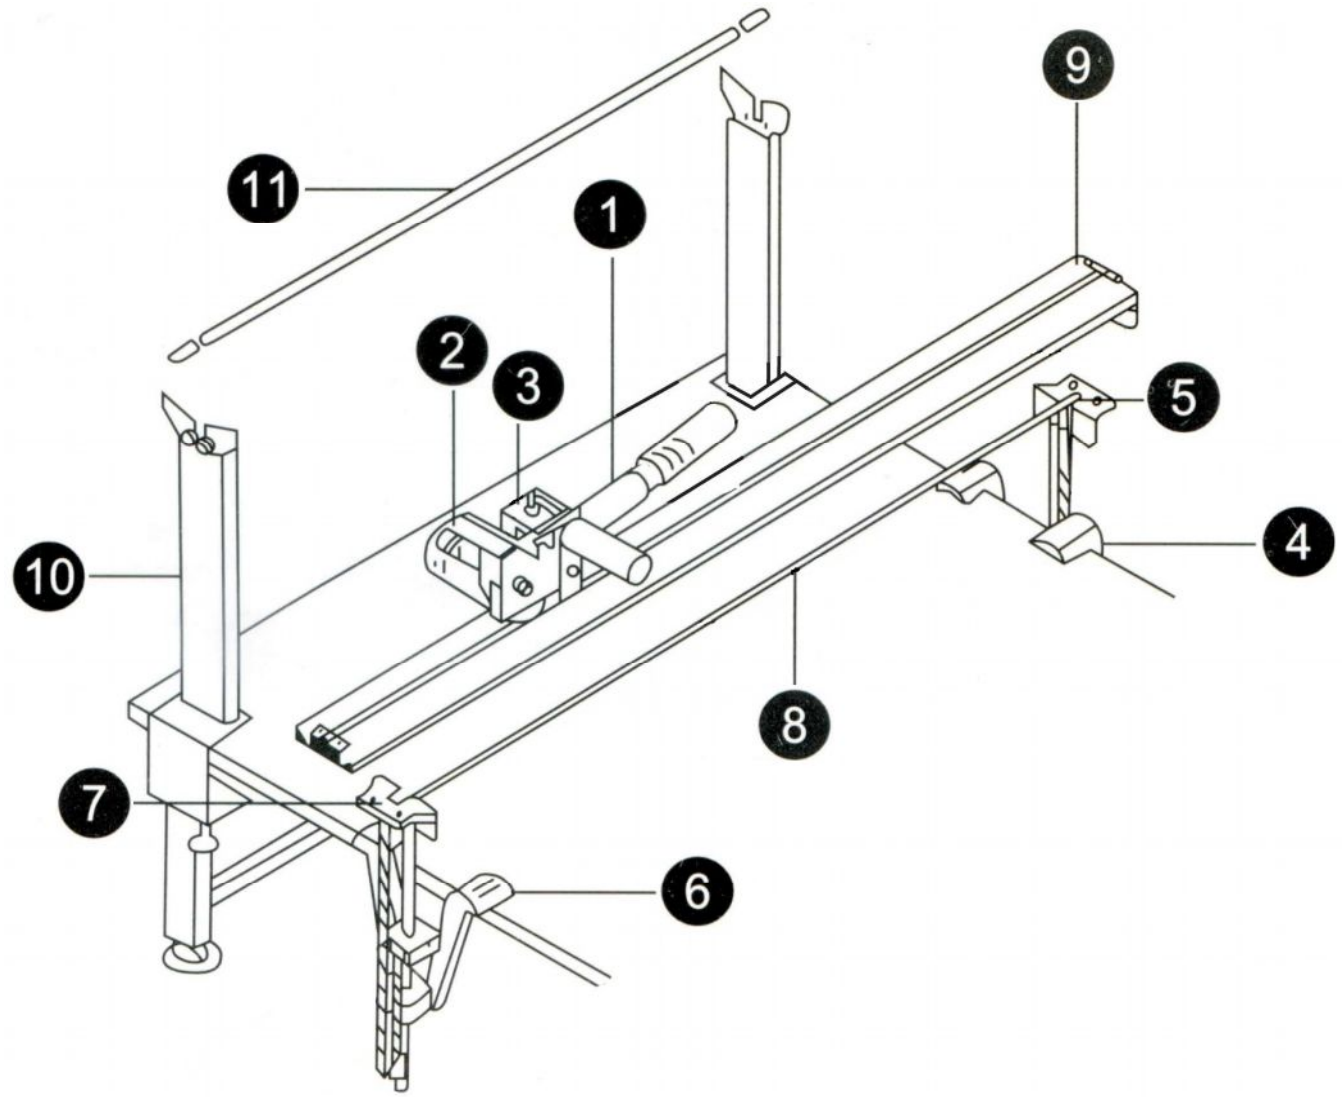

Рисунок 1
Передний подъемник (рис. 1 и 2) – состоит из двух частей: неподвижная– струбцина крепления переднего подъёмника (1) к раскройному столу и подвижная часть – подъёмный механизм направляющей линейки (2). Он состоит из направляющего стержня (3) цилиндрической формы который перемещается вверх и вниз в направляющих роликах (4). К струбцине при помощи прижимной пластины (5) крепится плоский ремень (рисунок 1 позиция 8).
Задний подъемник (рис. 1 и 2) - в его состав входит струбцина крепления заднего подъемника (7) к раскройному столу, а также подвижная часть (8), которая перемещается вверх и вниз в направляющих роликах (9). Обе части обоих подъемников соединены плоским ремнём проложенным через ролики (10), (11), (12) и прикрепленным к неподвижным частям (1) и (7) подъемников с помощью пластин (5) и (13).